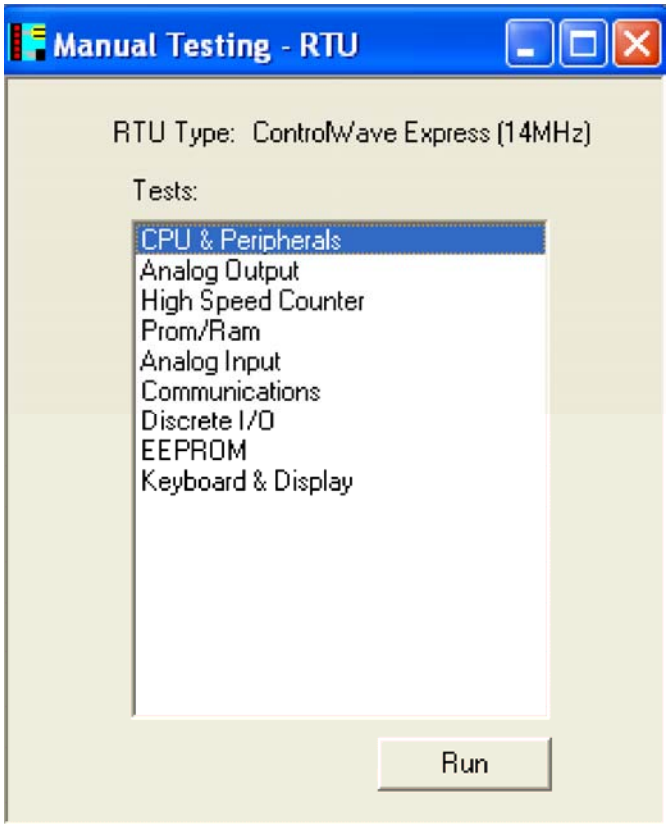

**Figure 3-7 - WINDIAG Main Diagnostics Screen**
3. Once WINDIAG has started, the Main Diagnostics screen of Figure 3-7 will appear.